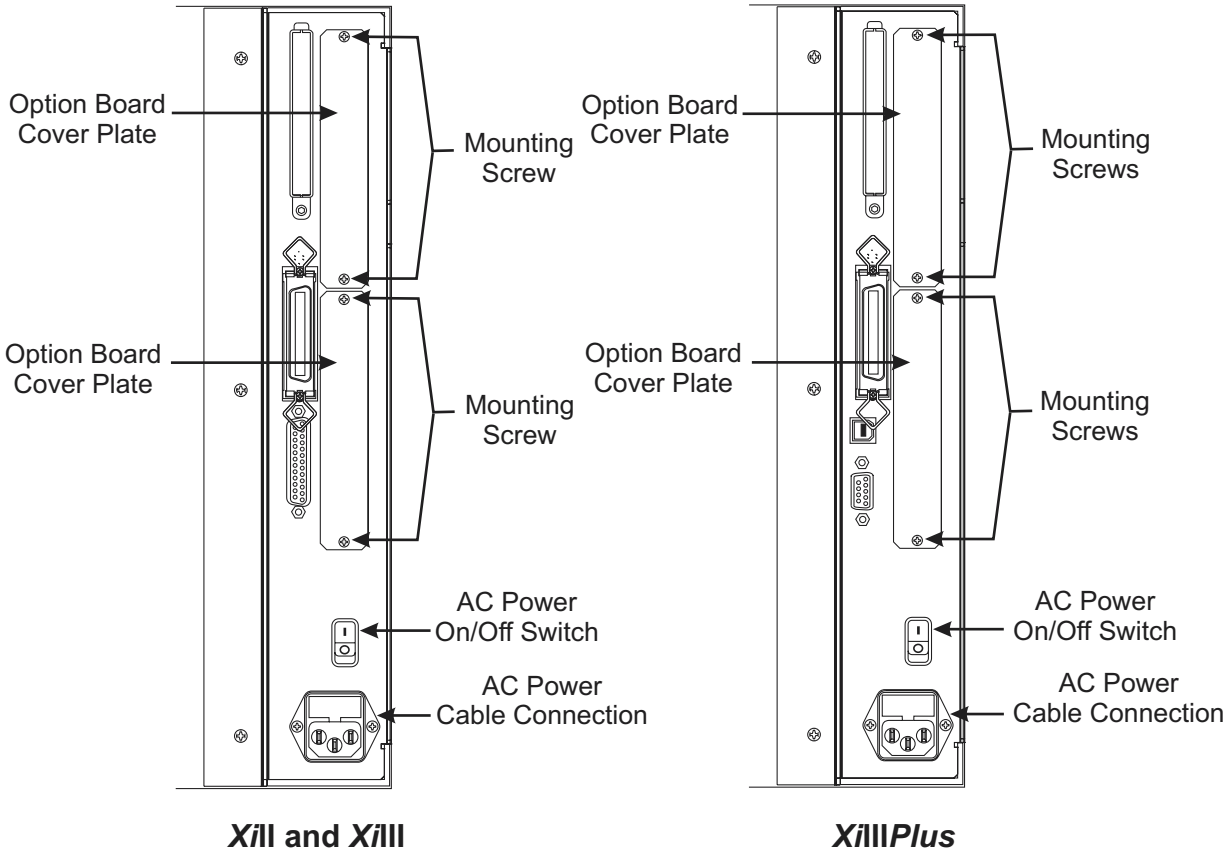

Figure 2. Rear View
3. Refer to Figure 2. For a new installation, remove one of the option board cover plates and retain the screws.